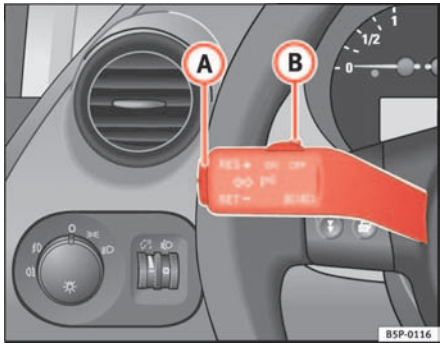

Fig. 141 Turn signal and main beam lever: switch and rocker switch for CCS
– Press the lower part of the rocker switch briefly when you have reached the speed you wish to set **SET** ⇒ fig. 141 (A) once.